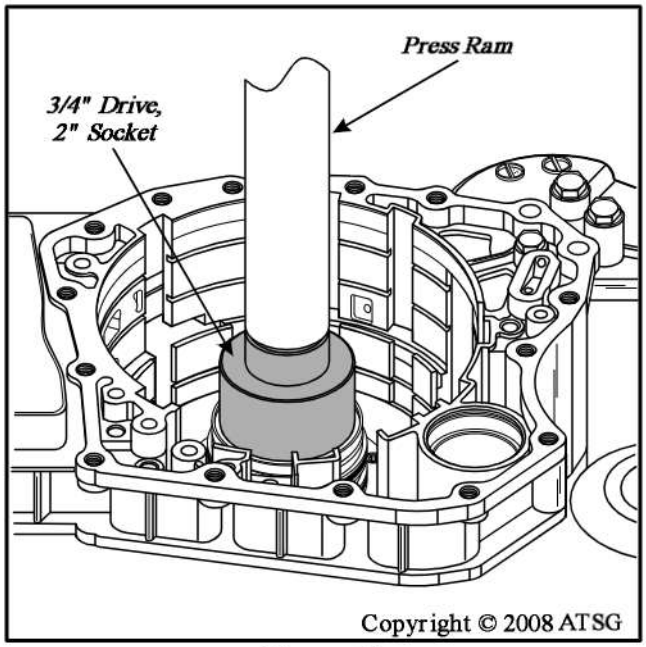

Figure 66
2. A press is then required to remove assembly from the case, using a 3/4" drive, 2" socket to press against support, as shown in Figure 66. ***Caution: Ensure that you press against the support, as shown in Figure 66. Special tools are not yet available from dealer and some must be manufactured, which we will discuss later in this manual.***